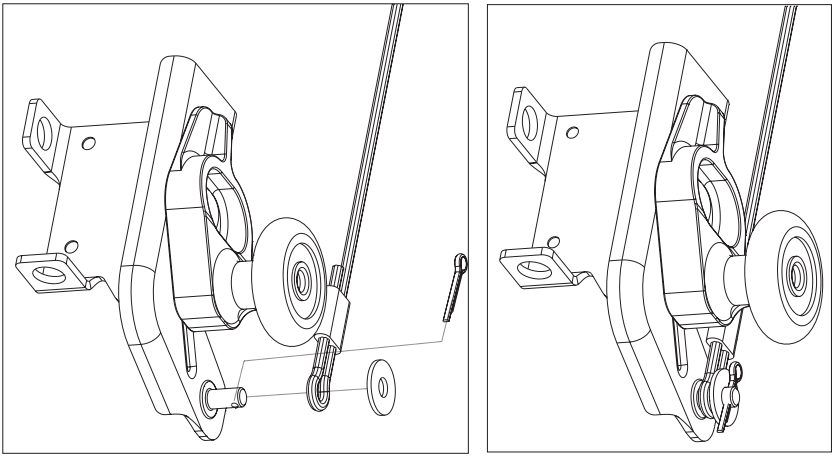

*Рис.25.4*
**5)** надеть петли тросов на пальцы нижних кронштейнов (рисунок 25.4). Для фиксации троса на палец установить шайбу и зашплинтовать;